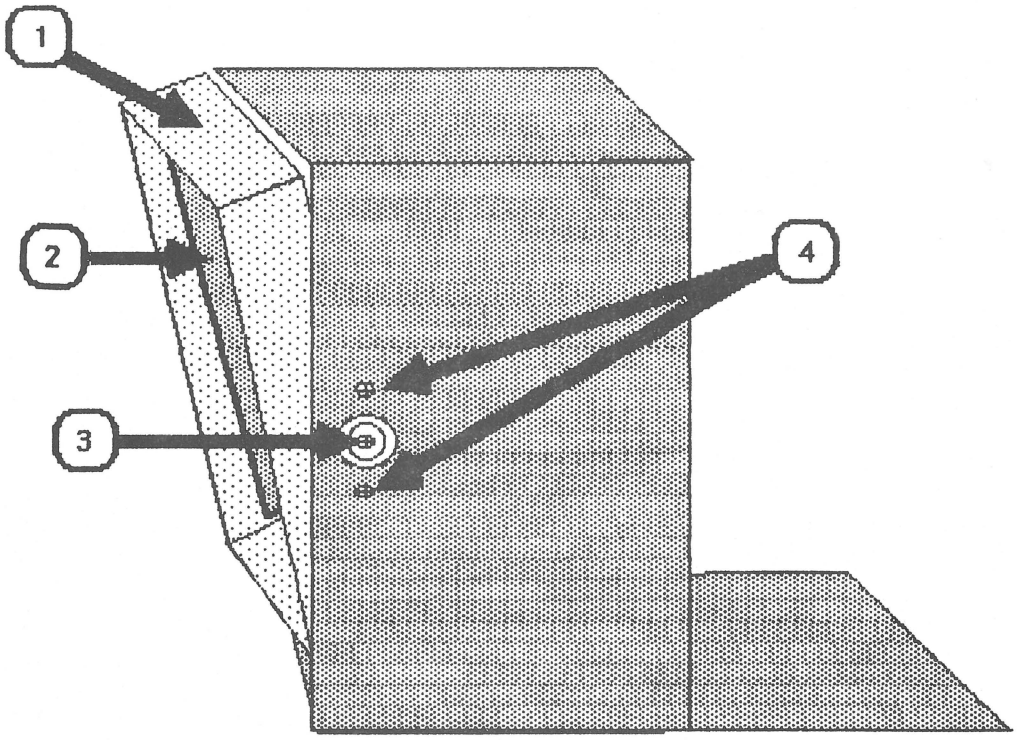

FIGURE 18
NOTE: The mask is shown in Figure 18, #1. The metal parts that come off when removing the mask are not considered part of the mask.
a) Support the CRT bracket (Figure 18, #2) while you loosen the axle screw (Figure 18, #3) until it clears the bracket. Set the bracket aside.
b) Completely remove the axle screw (Figure 18, #3).
c) Remove the two screws shown in Figure 18, #4.
a) Replace the two screws shown in Figure 18, #4.
b) Place the CRT bracket (Figure 18, #2) inside the mask with the screw holes adjacent to the screw holes located at the upper and lower corners of the mask.
c) Replace the axle screw (Figure 18, #3).